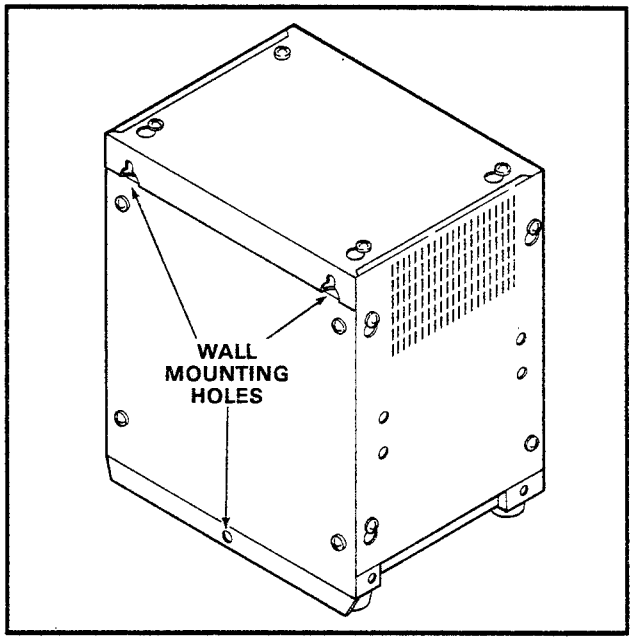

FIGURE 2 — HKSU WALL MOUNTING
04.22 Refer to Figure 2 and perform the following steps: